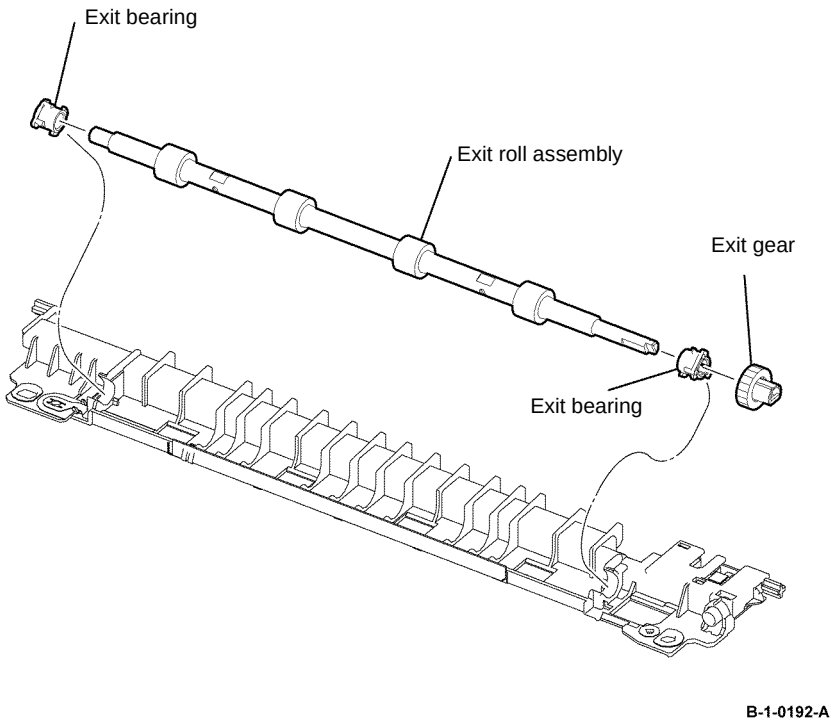

Figure 1 Exit roll assembly removal
8. Turn the exit chute assembly upside down, release the hook, then remove the exit gear, Figure 1.
9. Release the hook that fixes the exit bearing, then remove the exit roll assembly, Figure 1.